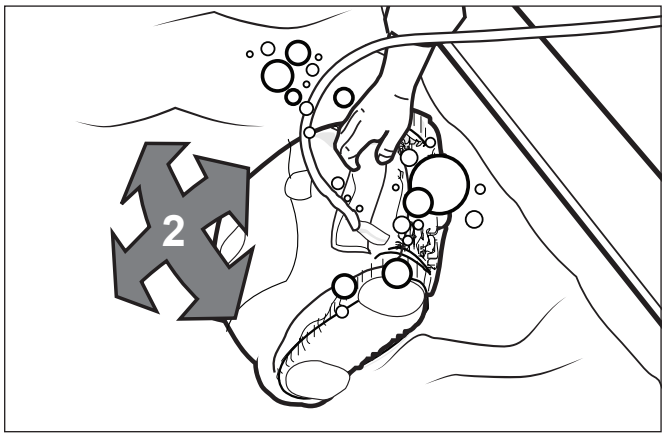

Figure 4. Nettoyeur s'enfonçant au fond de la piscine
3. Assurez-vous que l'unité coule au fond de la piscine et ne flotte pas (Figure 4).